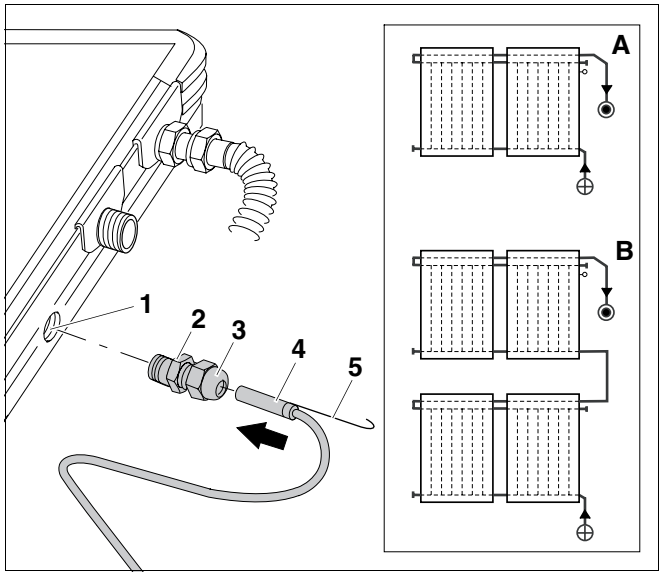

Afb. 70 Collectorvoeler aansluiten
– Inbouwpositie (afb. 70, **pos. A**) bij systemen met één rij collectoren.
– Inbouwpositie (afb. 70, **pos. B**) bij systemen met twee rijen collectoren.
- Druk de warmtegeleidende pasta in de dompelhuls (afb. 70, **pos. 1**).
- Voer de collectorvoeler (afb. 70, **pos. 4**) met de kabel (afb. 70, **pos. 5**) door de klemkoppeling (afb. 70, **pos. 2** en **3**) en schuif de collectorvoeler ca. 170 mm tot aan de aanslag in de dompelhuls (afb. 70, **pos. 1**).
- Schroef het onderste deel van de klemkoppeling (afb. 70, **pos. 2**) in de draad van de dompelhuls (afb. 70, **pos. 1**).
- Trek de klemkoppeling (afb. 70, **pos. 2** en **3**) aan.